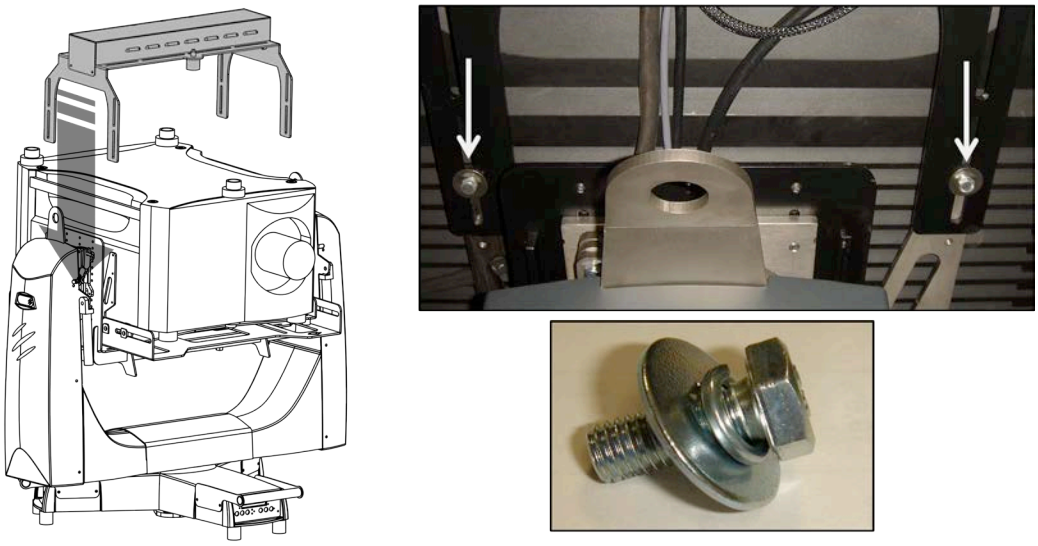

Figure 3-31 Fasten head box to bracket
5. Install the Head Box as shown in ***Figure 3-31*** using (2) TH 6x16 screws, (1) 6x18 flat washer and (1) split lockwasher on each side.